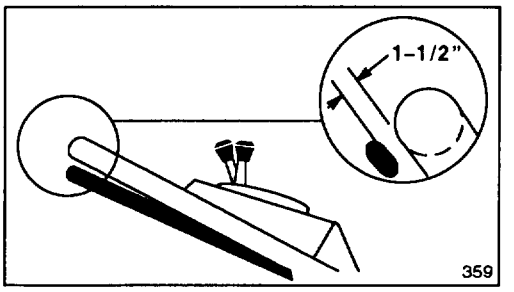

Figure 25
3. CHECK ADJUSTMENT—Adjustment is correct when control bar is about 1-1/2 inches from handle (Fig. 25) and wheels start to turn freely.